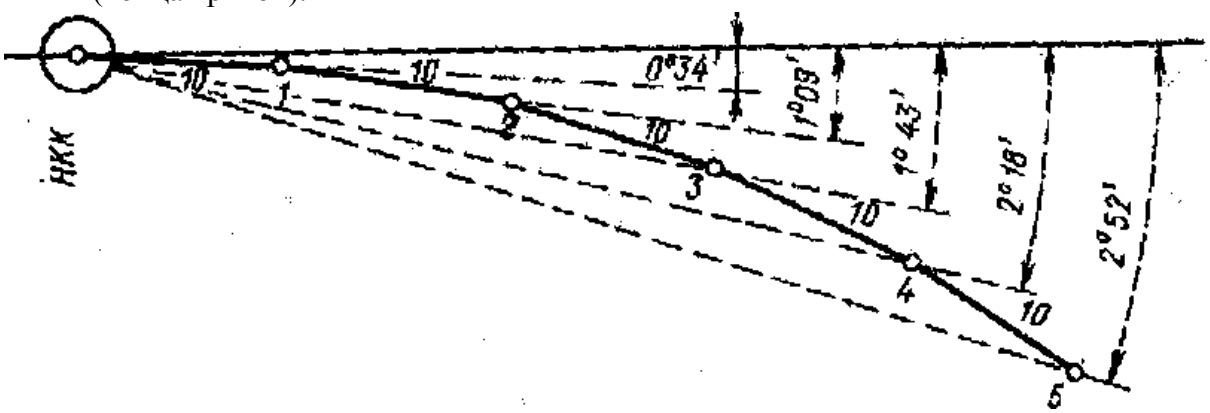

Рисунок 11. Вид детальной разбивки горизонтальной кривой методом углов
1. В точке НКК (рис.11) ставят в рабочее положение теодолит и ориентируют его на вешку, установленную в вершине угла (при визировании на вершину угла отсчёта по лимбу должен быть равен нулю).